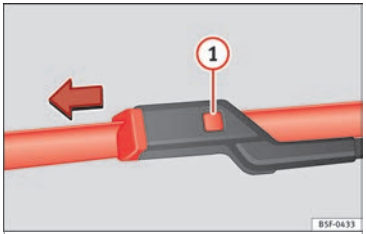

Fig. 62 Changing the front wiper blades
- Hold down the release button ››› Fig. 62 (1) while gently pulling the blade in the direction of the arrow.